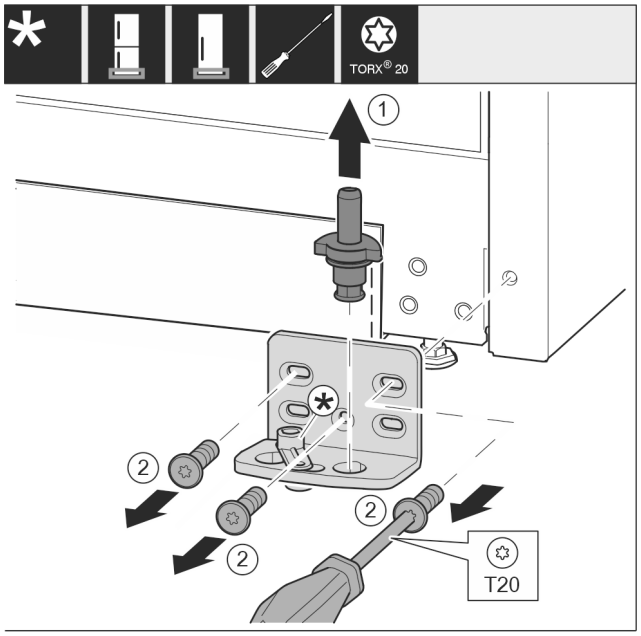

Fig. 14
- ▶ Retirer entièrement l'axe de palier *Fig. 14 (1)* par le haut.
- ▶ Desserrer les vis *Fig. 14 (2)* avec un tournevis et retirer le support de palier.